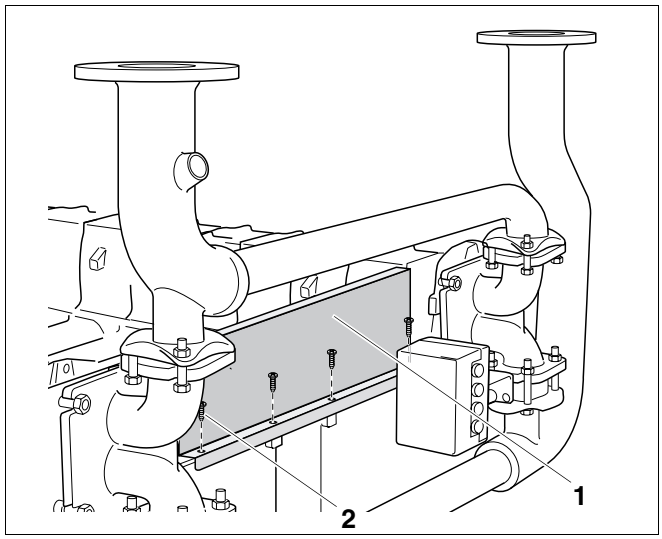

Afb. 35 Voorwand en middendeel monteren
- Plaats de voorwand (afb. 35, **pos. 1**) op de clipmoeren en schroef ze losjes aan met de vier schroeven 4,8 x 22 (afb. 35, **pos. 2**).
- Draai de vier bevestigingsschroeven 4,8 x 22 aan de voorwand (afb. 35, **pos. 2**, pagina 35) vast aan.